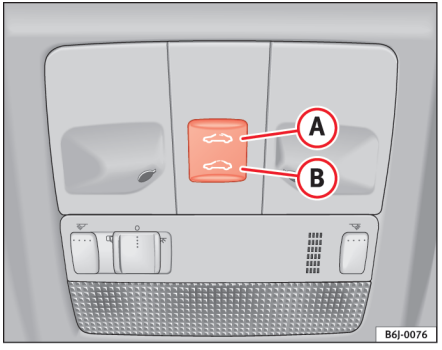

Fig. 48 Panoramatag/vippetag
– Hvis du betjener kontakten (B) ⇒ fig. 48 ⇒ ⚠ og holder den i positionen, lukker taget, indtil du slipper kontakten igen.